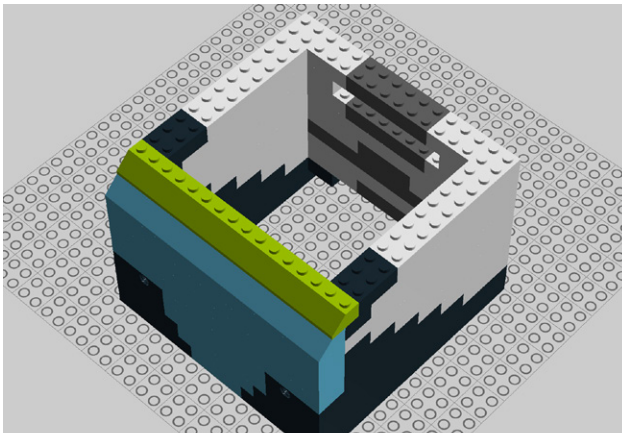

Figure 9-46. *Step 41: Attaching another row of slopes*
41. Continue with the translucent slopes with two 2x2s and three 2x4s (Figure 9-46).